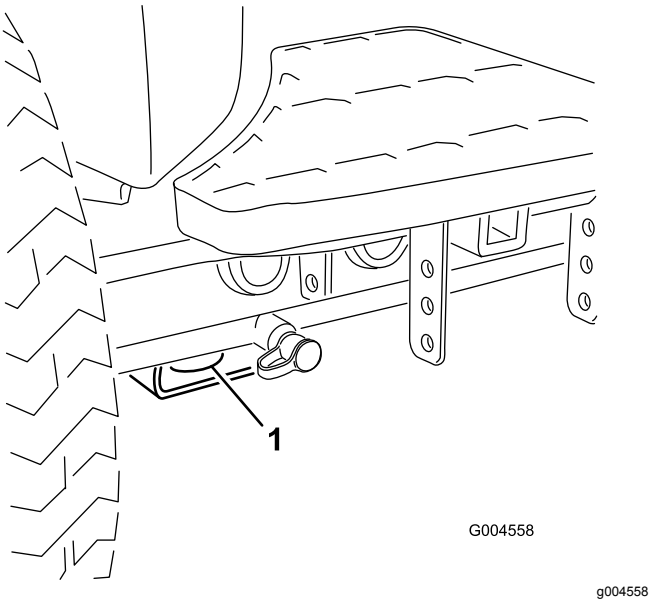

Figur 58
- Foran – hullet i den rektangulær platen, under akselrøret, innenfor hver av de fremre festepunktene (Figur 58).